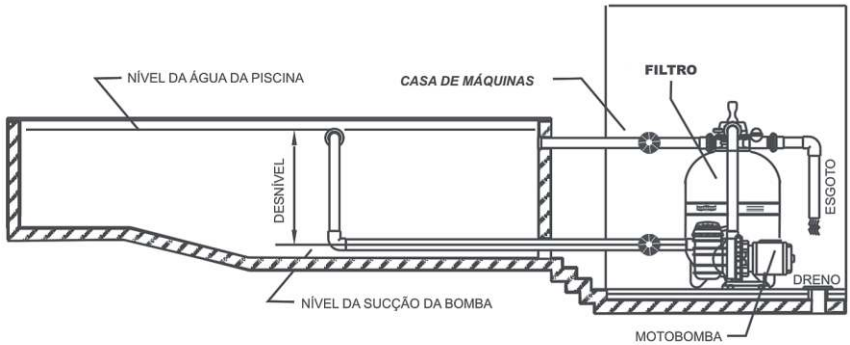

Fig. 2
6.1 A casa de máquinas deve ficar o mais perto possível da piscina e em local de fácil acesso para facilitar a manuntenção (Fig.2).
6.2 Instale um dreno ou uma bomba submersa para proteger a bomba e evitar inundações dentro da casa de máquinas (Fig. 2).
6.3 As motobombas devem trabalhar afogadas, ou seja, a motobomba deve estar abaixo do nível da água no ponto de captação (Fig.2).